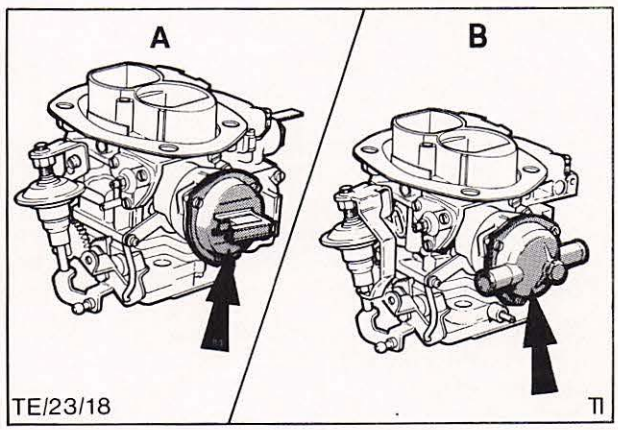

Abb. 3 Solex-Doppelvergaser (2V)
b) Solex-Doppelvergaser (2V), Abb. 3